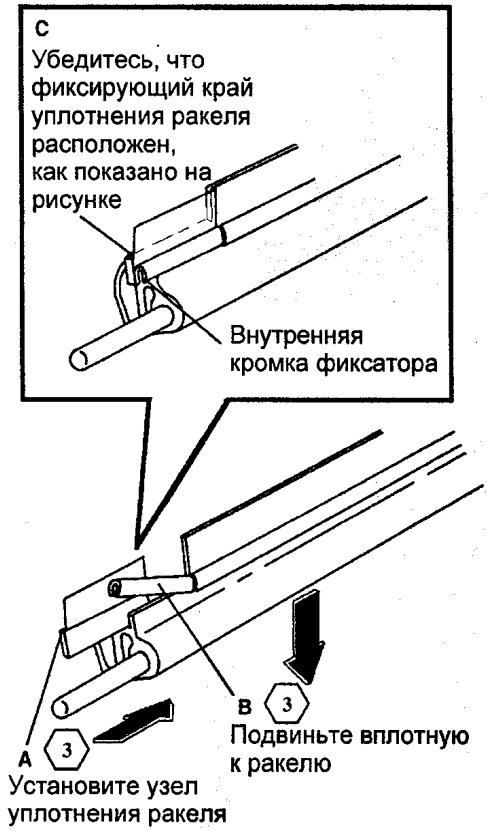

Рис. 5 Установка пластиковых уплотнений
2. (РИС. 5): УСТАНОВИТЕ ПЛАСТИКОВЫЕ УПЛОТНЕНИЯ.